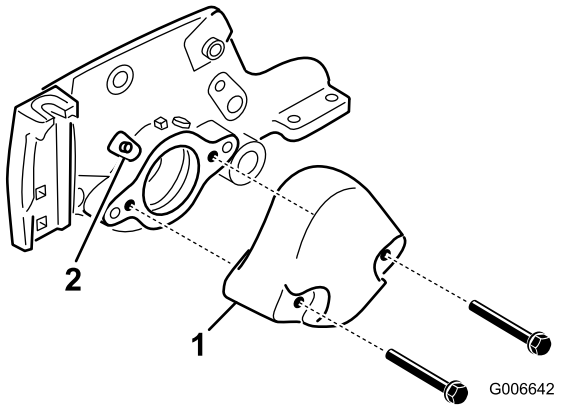

Figura 3
3. Remova os (2) parafusos que fixam o contrapeso à extremidade esquerda da unidade de corte. Remova o contrapeso (Figura 3).
4. Retire o bocal reto de lubrificação da caixa de rolamentos e substitua-o por um bocal de 45 graus (Figura 3). Posicione o bocal, virando-o para a parte superior da unidade de corte.